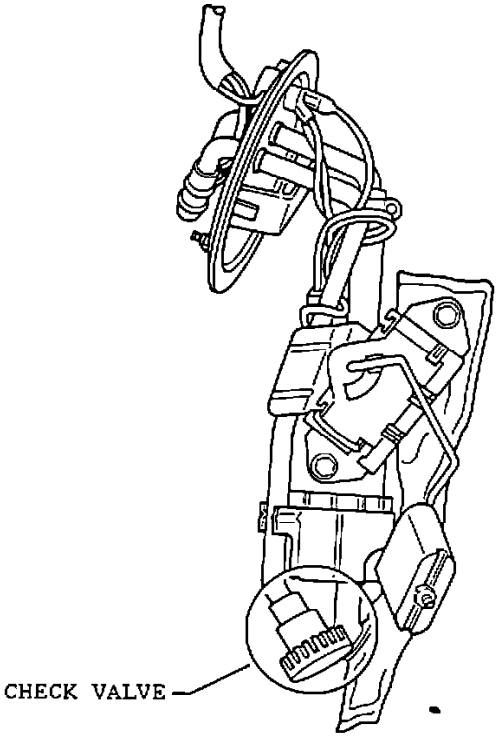

FIGURE 1
2. Inspect the fuel pump for presence of a check valve. See Figure 1.